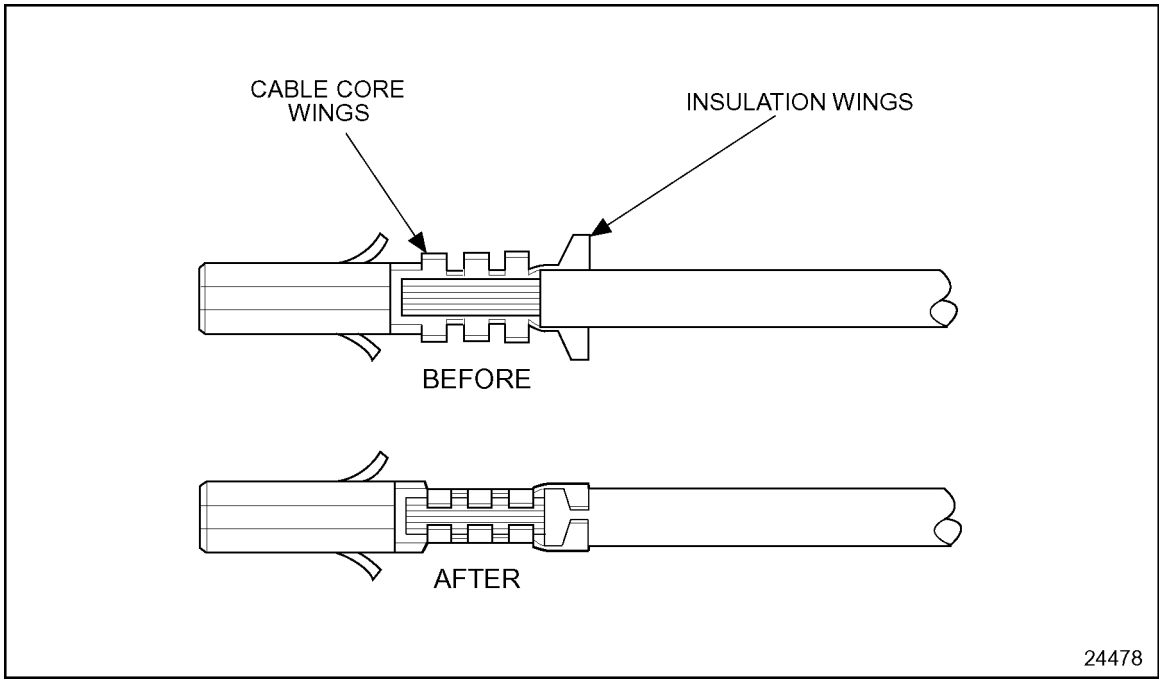

Figure 8-40 Cable and Terminal Position Before and After Crimping
4. Insert the terminal into the locating hole of the crimping tool using the proper hole according to the gauge of the cable to be used. See Figure 8-40.
5. Insert the cable into the terminal until the stripped portion is positioned in the cable core wings, and the seal and insulated portion of the cable are in the insulation wings. See Figure 8-40.
6. Compress the handles of the crimping tool until the ratchet automatically releases and the crimp is complete. See Figure 8-40 for a properly crimped terminal.